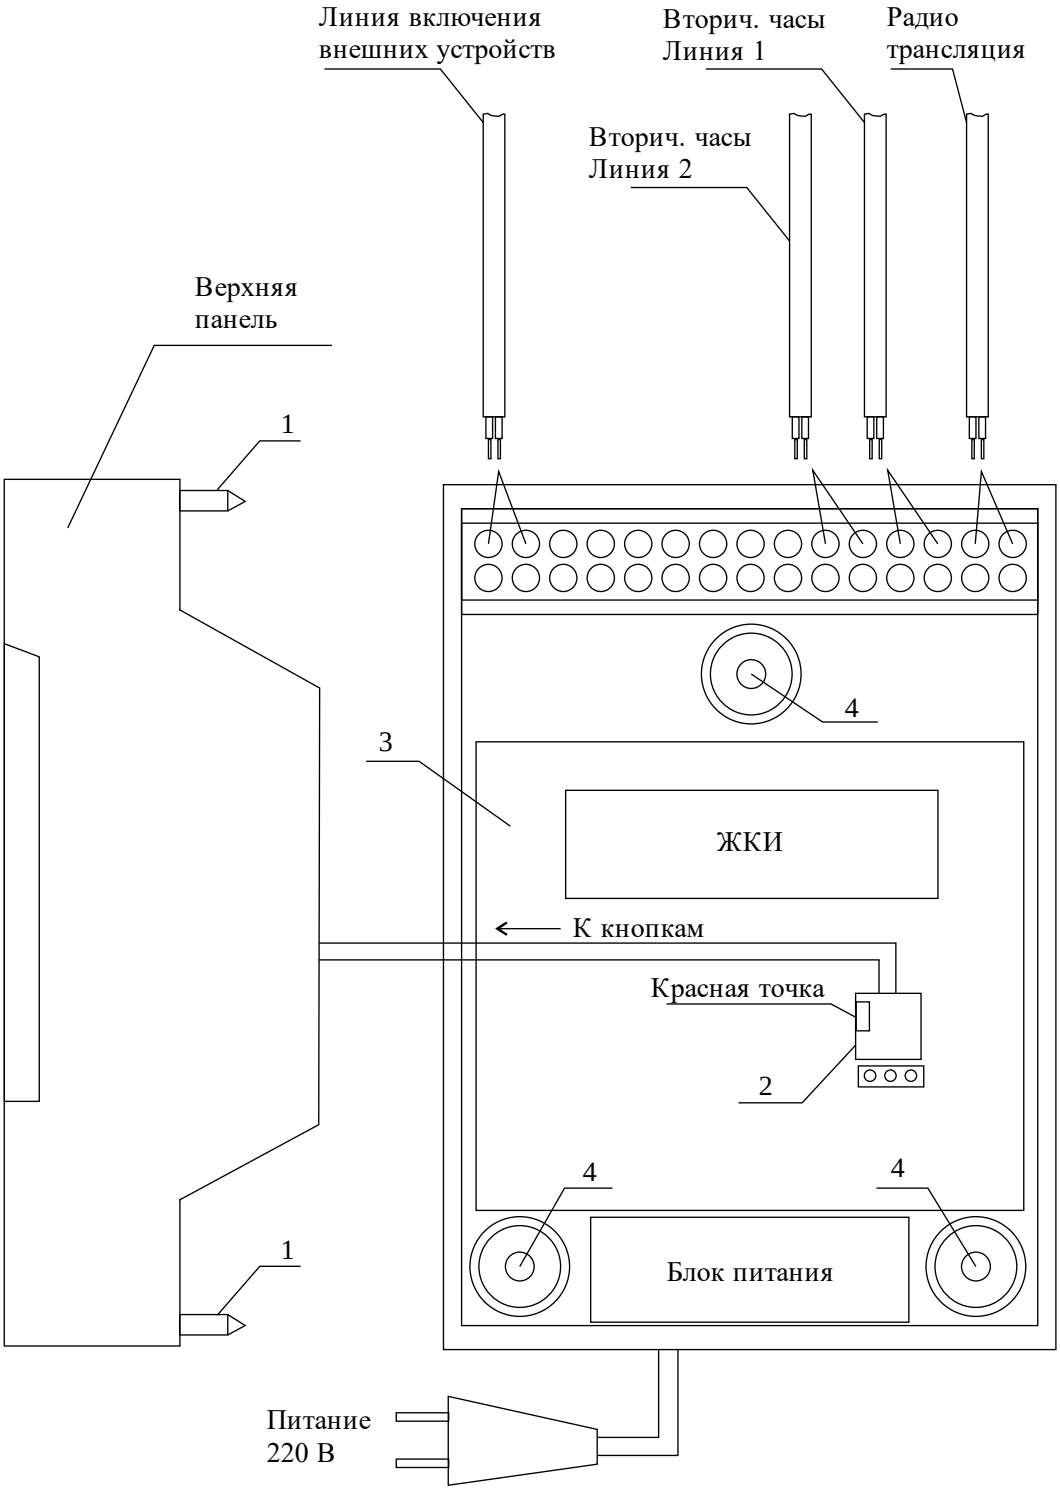
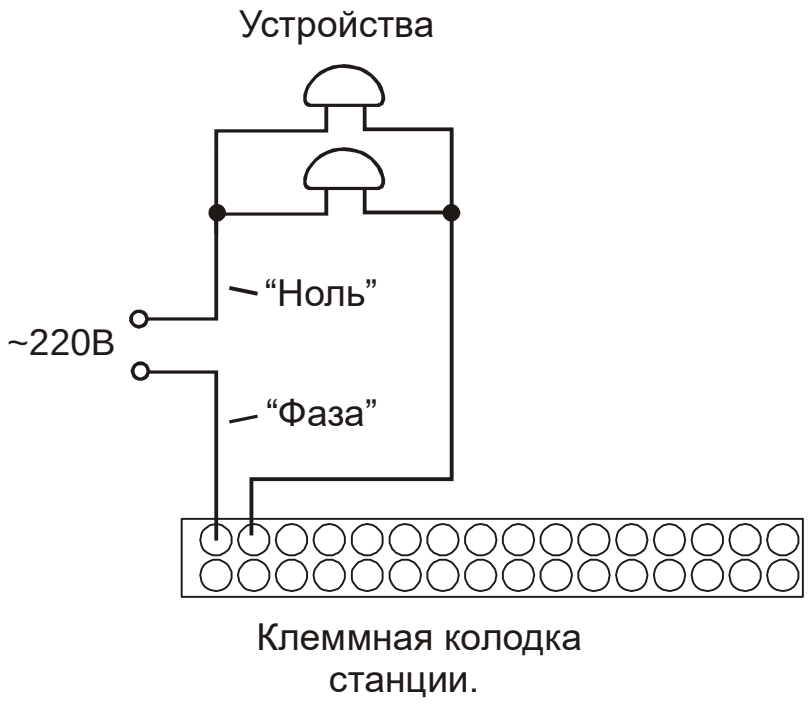

Рис. 1
Рис. 2.
Все коммутируемые часовой станцией внешние устройства (например, звонки громкого боя) должны быть соединены по схеме рис. 2. Для включения данных устройств используется внешнее электропитание 220 В.
4.1. Выверните четыре винта 1, расположенных на верхней панели ЧС (см. Рис.1). Осторожно снимите верхнюю панель и отсоедините разъем 2, соединяющий кнопки с печатной платой 3.
4.4. Подсоедините все кабели в соответствии с рис.1 и со схемой рис.2.